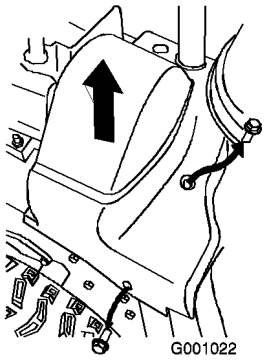

Figur 38
2. Løft opp den høyre siden av remdekslet (Figur 38).